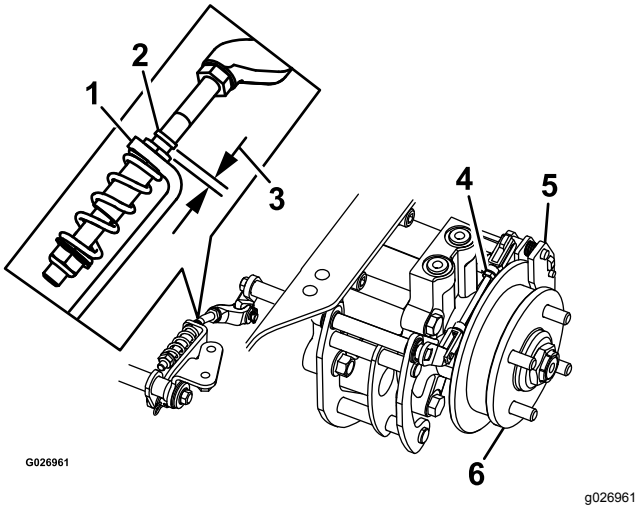

Figur 82
8. Kontroller, at der er et synligt mellemrum mellem L-bøjlen og forbindelsesstoppet (Figur 82).